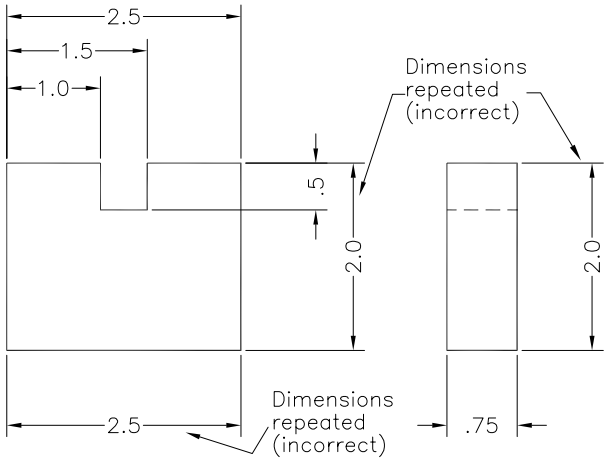

Figure 35-37 *Dimension must not be repeated*
11. The dimensions must not be repeated; this makes it difficult to update a dimension (Figure 35-37).